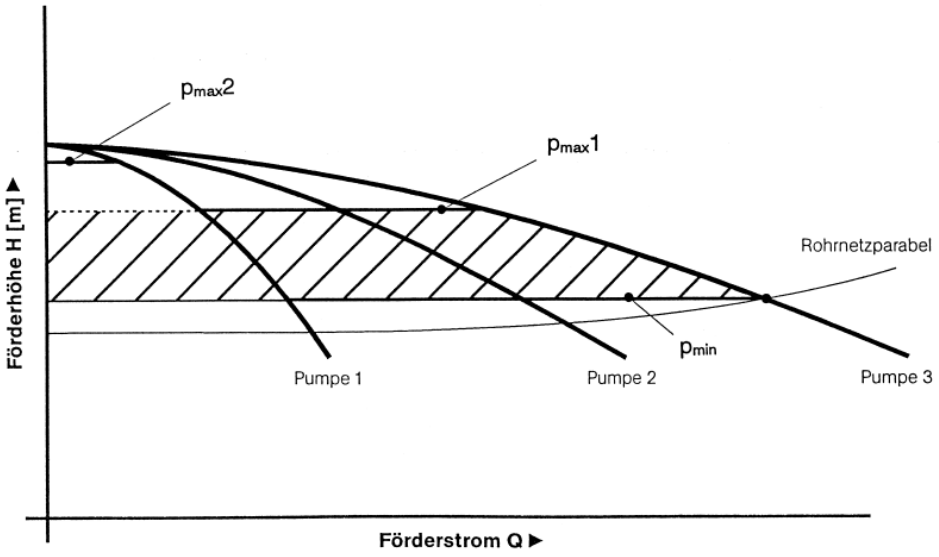
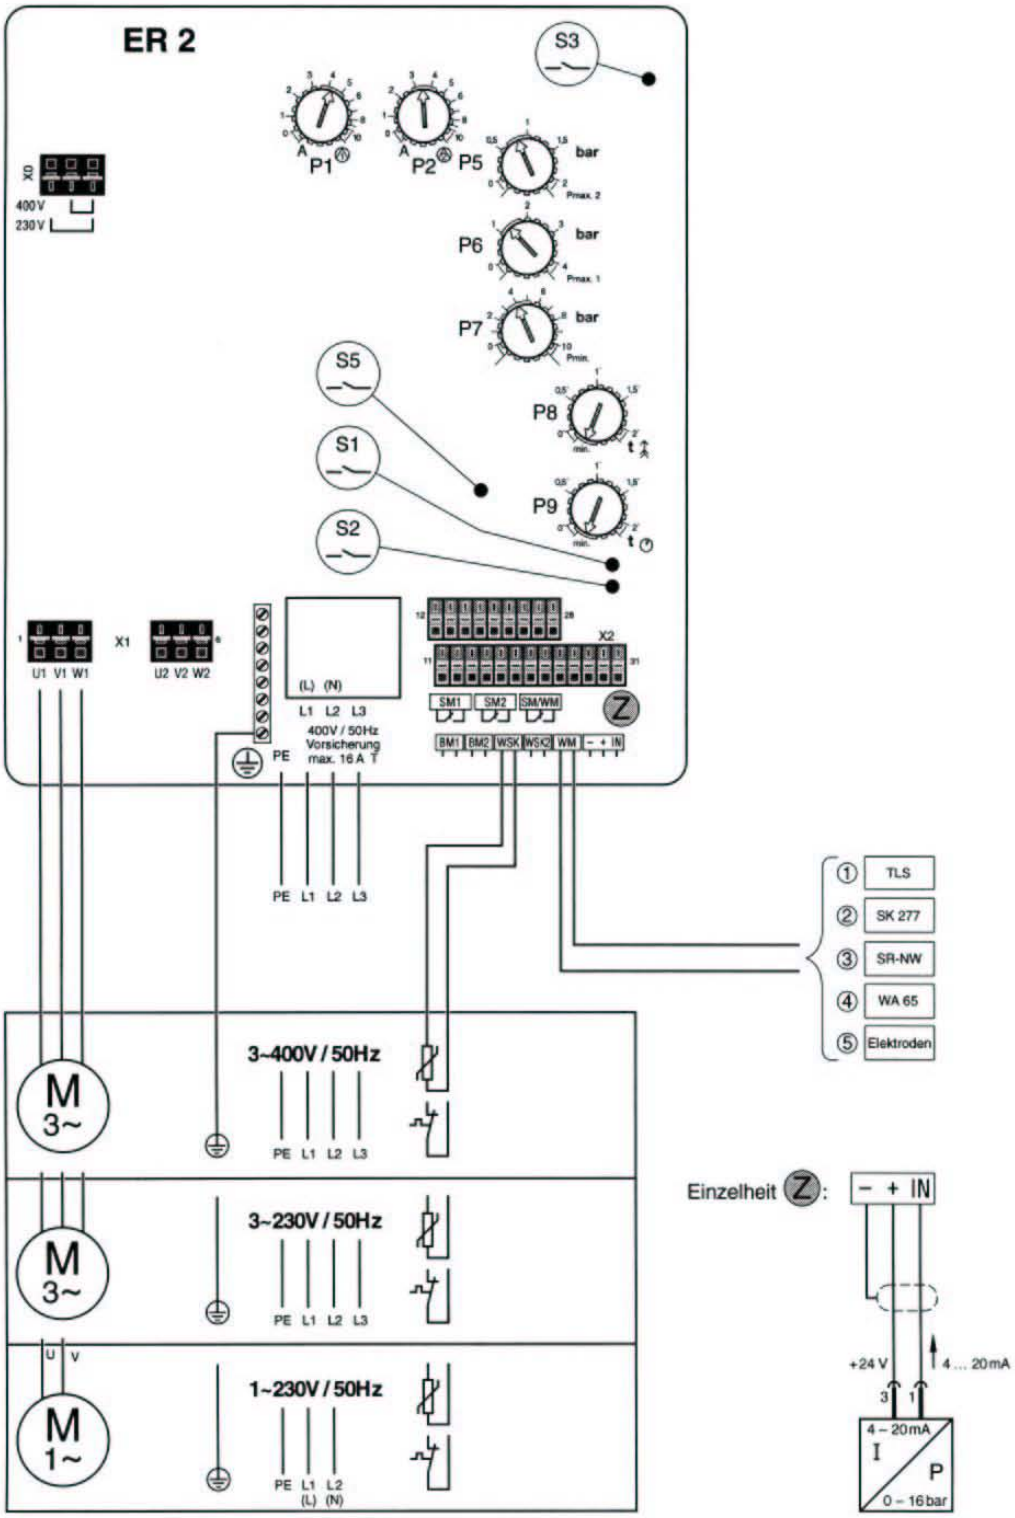

Рисунок 7. Каскадная работа насосной станции
Рисунок 8. Схема электроподключений прибора ER2
Когда при первоначально не работающей станции после начала разбора воды давление в системе опускается ниже уровня давления включения pmin, включается первый насос (рисунок 7). При последующем падении давления ниже уровня давления включения из-за возрастающего расхода воды каждый раз подключается очередной насос. При уменьшении расхода воды давление в системе наоборот начинает повышаться. При достижении первого уровня выключения pmax1 отключается один насос. При повторном достижении первого уровня выключения отключается следующий насос и т.д. Последний работающий насос выключается лишь при более высоком давлении – втором уровне выключения pmax2.при этом давлении подача воды очень мала. Процессы включения-выключения пиковых насосов осуществляется с задержкой по времени, для того чтобы избежать частых переключений. Время здержки регулируется с помощью потенциометра t1 (рисунок 8,позиция P8) между 0 и 2 мин. Оно начинает действовать с пуском первого насоса. Задержка осуществляется тольков случае, когда насос(ы) работали меньше установленного на потенциометре времени. Уровни давлений включения-выключения устанавливаются с помощью потенциометров pmin, pmax1, pmax2 (рисунок 8, P5, P6, P7 и таблица 2).
д) Функции прибора управления (рисунок 8)
– Внутренняя електронная защита двигателя: для защиты от перегрузки для каждого двигателя разрыватель тока должен быть настроен с помощью потенциометра (рисунок 8, P1, P2, P3, P4) на номинальный ток двигателя согласно шильдика насоса. Клеммы WSK необходимо закоротить.